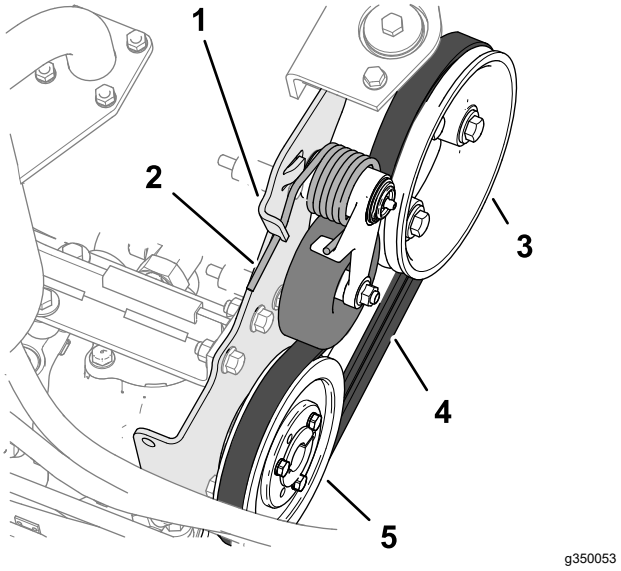

**Figur 85**
2. Tryck änden av fjädern för remspänning ned och ut genom skåran i pumpmonteringsbeslaget. Flytta sedan fjäderns ände framåt (Figur 85).